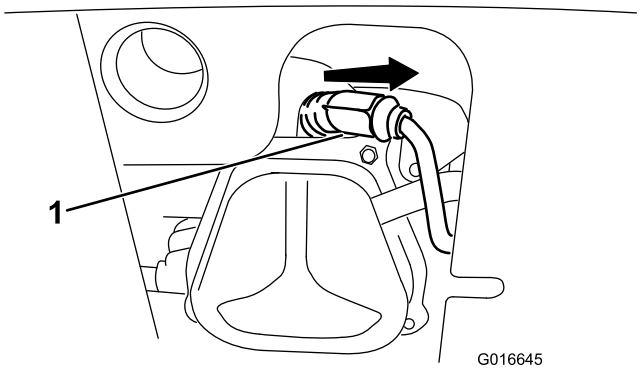

Рисунок 49
1. Снимите изоляционный колпачок (Рисунок 49).